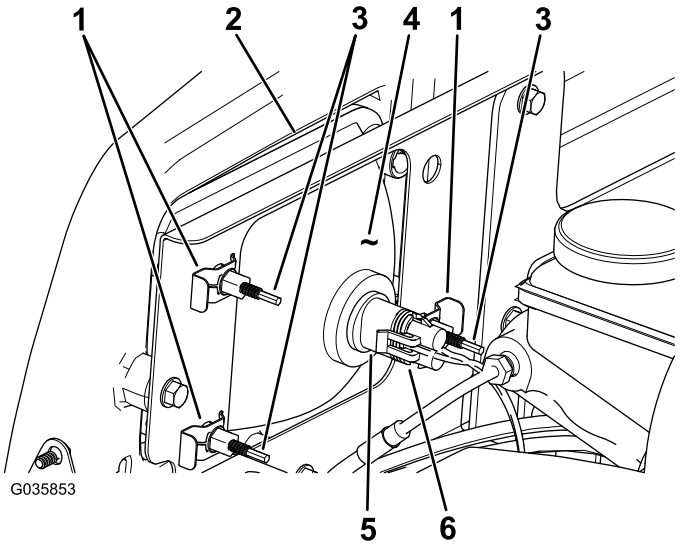

Rysunek 53
3. Odłącz złącze elektryczne wiązki przewodów od złącza zespołu żarówki (Rysunek 53).
4. Zdejmij szybkozapinacze mocujące reflektor przedni do wspornika reflektora (Rysunek 53).
5. Wyjmij zespół reflektora przesuwając go do przodu przez otwór w przednim zderzaku (Rysunek 53).
6. Włóż nowy reflektor przez otwór w zderzaku (Rysunek 53).
8. Podłącz złącze elektryczne wiązki przewodów do złącza zespołu żarówki (Rysunek 53).
2. Przekręcaj śruby regulacyjne (Rysunek 53) z tyłu zespołu reflektora, aby odchylić zespół reflektora i ustawić właściwą pozycję rzucanej wiązki światła.